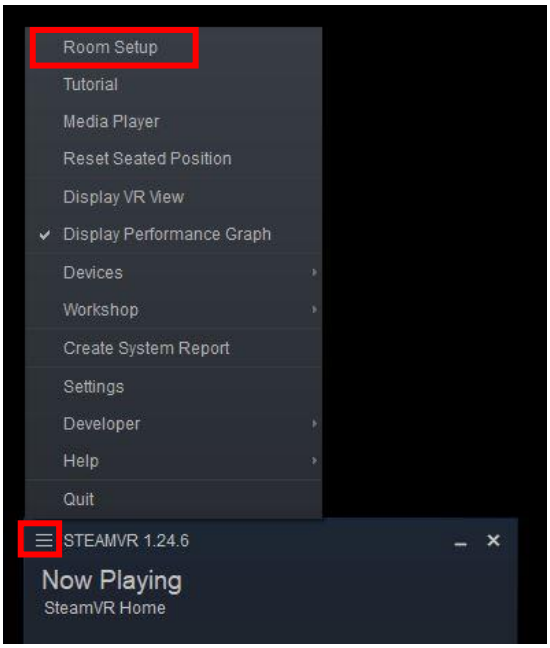

Ilustración 54 Menú Steam para calibración del área del operador.
2. Para poder iniciar la teleoperación del robot, es necesario que los dispositivos Headset, Tablet y Jetson estén conectados a la misma red. Se indicará si hay alguno de esos dispositivos que no se encuentren conectados (*Ilustración 54*).